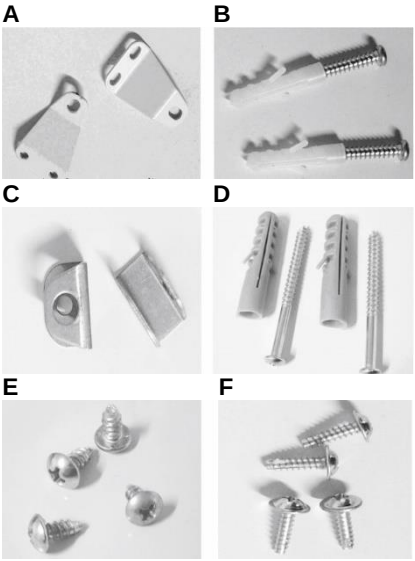
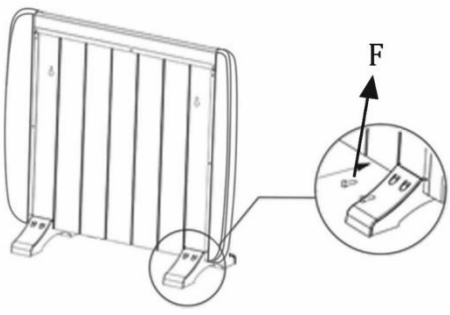

Рис. 3 Крепежный набор для настенного и напольного монтажа
Рис. 4 Установка опор с шасси
5. В просверленные отверстия вставьте дюбели (D, Рис. 3) и закрепите скобы (C, Рис. 3) с помощью саморезов (D, Рис. 3).
6. К задней части нижней конвектора прикрепите одну или две (в зависимости от модели) скобы (A, Рис. 3) с помощью двух саморезов (E, Рис. 3) на каждую скобу.
7. Подвесьте конвектор на две скобы (C, Рис. 3) на стене.
8. Когда конвектор расположен на стене, поставьте метку для крепления двух или одной, в зависимости от модели, скоб (A, Рис. 3).
10. Подвесьте конвектор на две скобы (C, Рис. 3) на стене и закрепите нижние скобы (A, Рис. 3) с помощью саморезов (B, Рис. 3).
2. Прикрутите две опоры с шасси к нижней задней части нагревателя четырьмя прилагаемыми винтами (F, Рис. 3), по 2 винта на каждую опору (Рис. 4).